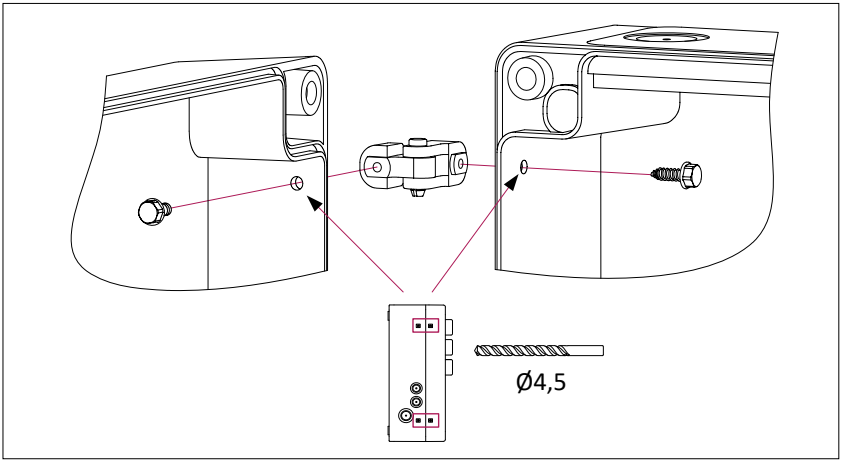

Рисунок 6
- Выберите в какую сторону будет открываться крышка корпуса и установите с помощью винтов и ключа петли (**Рисунок 6**). Предварительно в обозначенных местах крышки и основания корпуса аккуратно просверлите отверстия Ø4,5 мм. На рисунке показана установка петель слева (открытие крышки влево).